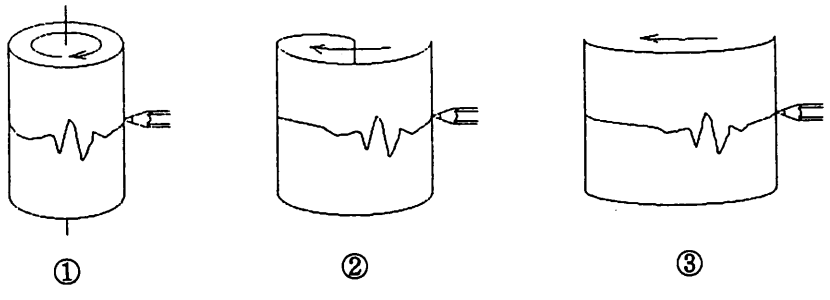

図４－３０　ロール動作
本器のロール・モードは図４－30①の記録紙がメモリに相当します。①図のようなペンレコーダの場合、記録紙が１周すると２周目からは前の記録の上に新たなデータを重ね書きしていきますが、本器のロール・モードではメモリにすべて書き込まれると、新たなデータが書き込まれるごとに一番古いデータを消去していきます。そしてメモリから読み出したデータを編集しながら最新のデータが管面の右端に、一番古いデータが左端に表示されるようにしています。